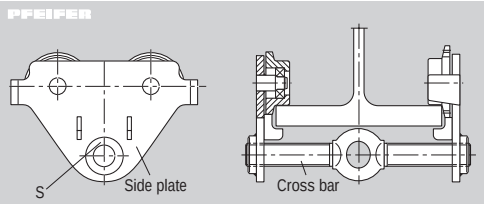

Fig. 7
1. Screw the cross bar (Fig. 7) with the right-hand thread side about 3 mm into the side plate marked with „S“.